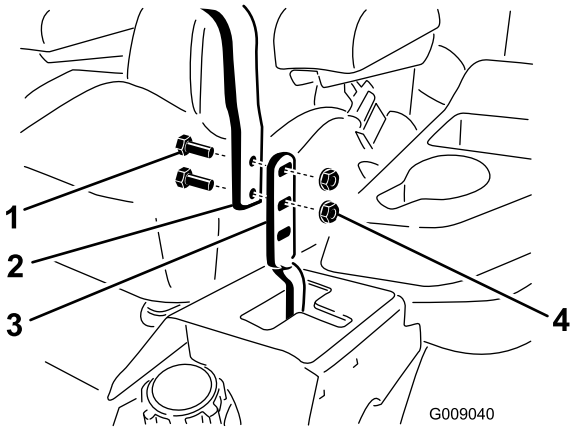

Figure 79
3. Desserrez les boulons et les écrous à embase situés dans les leviers (Figure 79).